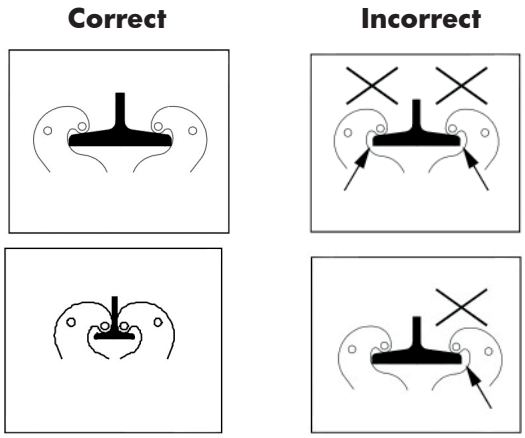

Fig. 5 : Positionnement
4. Testez ! Les mâchoires de serrage doivent entourer entièrement le rebord de la poutre (voir figure 5).